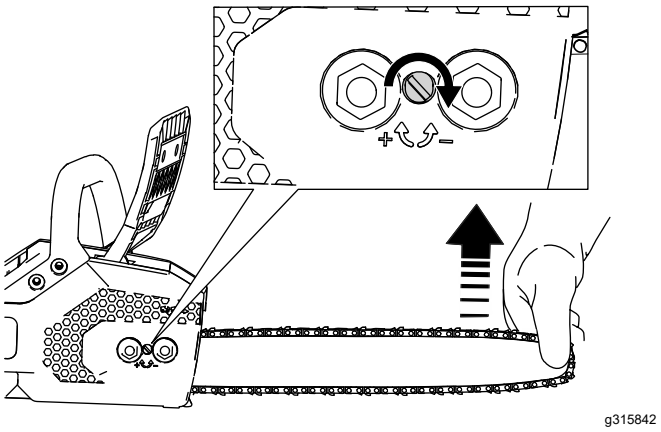

**Rysunek 27**
6. Podtrzymaj koniec prowadnicy piły (Rysunek 27).
- **Aby naprężyć łańcuch,** przekręć śrubę naprężania łańcucha w prawo (Rysunek 27).